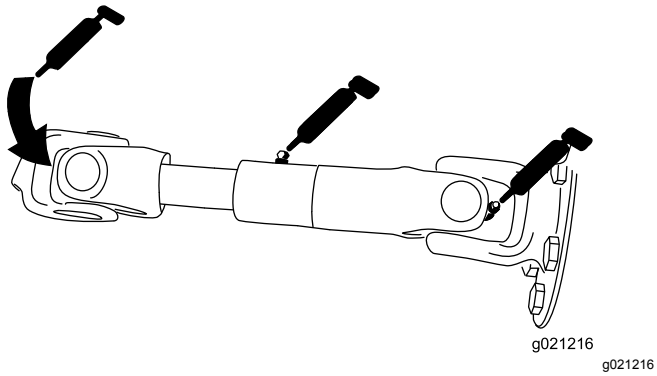

Figuur 72
- Pomp van aandrijfas (3) (Figuur 72)